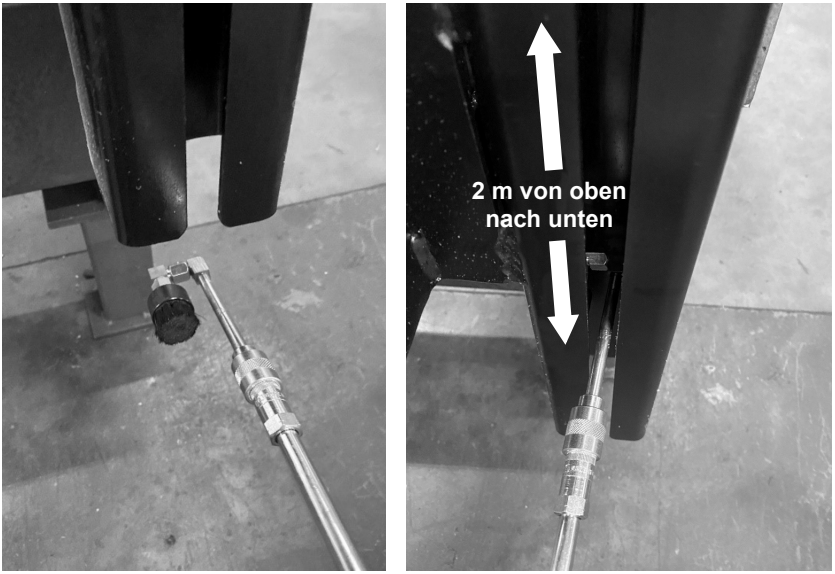

Abbildung 25: Abschmieren des Läufers Vorderseite
► Bewegen Sie die Bürste in einem der Führungsrahmen gegen die Vorderseite der Gleitfläche von oben (unter dem Läufer beginnend) nach unten. Betätigen Sie währenddessen die Handpumpe der Fettpresse. Verteilen Sie das Fett gleichmäßig über eine Länge von 2 m (siehe Abbildung 25, Seite 55).